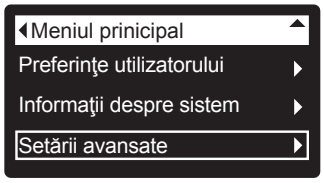

FIG. 73*
2. Apăsaţi ÎN JOS (▼), pentru a defila opțiunile meniului de evidenţiere a **Advanced settings** (setări avansate) (fig. 73*).